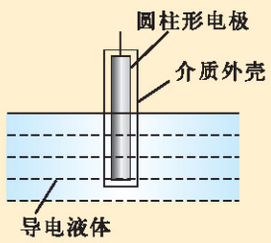
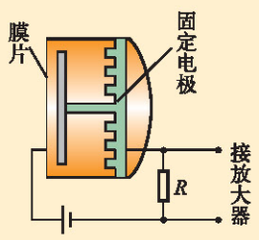

图 3-1-5　电容式液位计
图 3-1-6　电容式话筒
3. 图 3-1-5 是电容式液位计的原理图. 把一个圆柱形的金属电极用绝缘材料包裹起来作为探头，插入导电液体表面，导电的液体构成另一电极，用这样的装置，就能测量液面的高低. 图 3-1-6 是电容式话筒的原理图，膜片与固定电极构成一个电容器，用直流电源充电，当声波使膜片振动时，电容发生变化，电路中可以形成变化的电流，于是电阻 R 两端就输出了与声音变化规律相同的电压. 试分析这两个敏感元件的工作原理，它们改变电容的方式有何区别？